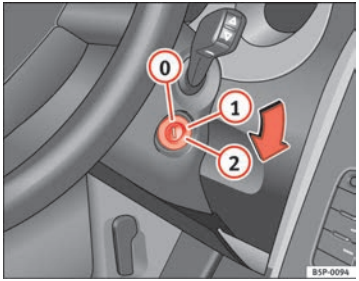

Fig. 136 Ignition key positions
In this position ⇒ fig. 136 the ignition and the engine are OFF and the steering may get locked.
– Turn the ignition key to position ⇒ page 173, fig. 136 (1). The indicator lamp ⌀ will light for engine pre-heating.
– When the warning lamp turns off, turn the key to position (2) to start the engine. Do not press the accelerator.
– Turn the ignition key to position ⇒ page 173, fig. 136 (0).